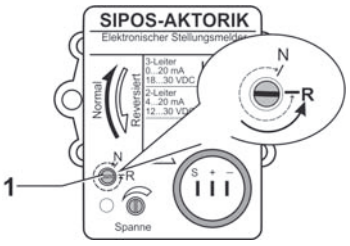

Fig. 11: Ajustar na operação reversa
Girar o ajustador de modo de operação (fig. 11, pos. 1), no sentido anti-horário, até o encosto "R".
O ajustador de modo de operação (fig. 11, pos. 1) deve se encontrar sempre na posição final, senão o funcionamento do indicador de posição será falho (não é possível ajustar o valor inicial ou o valor final).